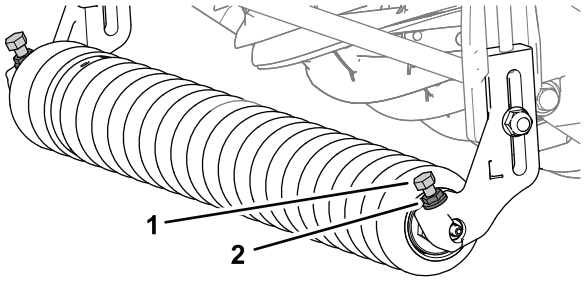

Рисунок 11
6. Установите валик по центру между кронштейнами высоты скашивания, затяните болты и затяните рифленые фланцевые гайки на опорах валика в кронштейнах высоты скашивания (Рисунок 11).